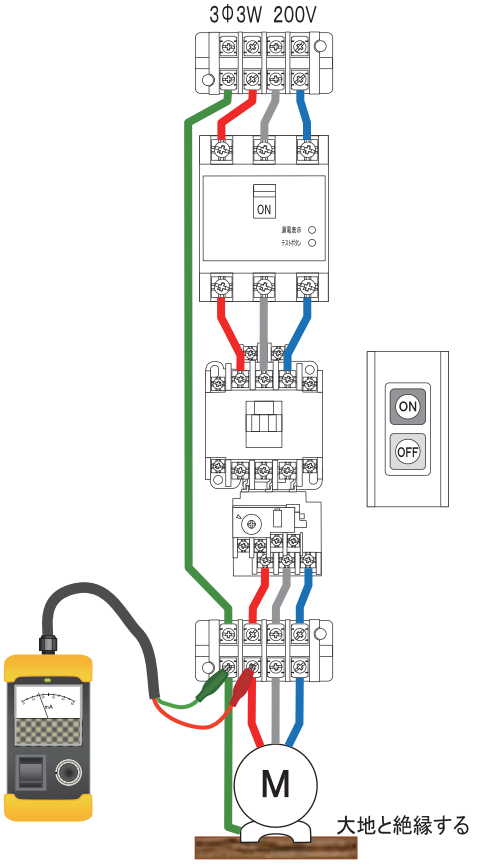

図4　実体配線図
②図4の実体配線図のように端子台のE端子に緑線，T1端子に赤線を接続する。
③**チラクール**$_{200}$のスイッチを〔Direct〕側に倒したら準備完了。
④漏電ブレーカを投入する。
⑤始動用押しボタンスイッチ〔ON-PBS〕を操作するとMCが動作し，同時に漏電ブレーカがトリップすることを確認する。